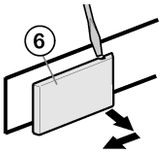

*Fig. 7*
- ▶ Loosen cover that is on the hinge side *Fig. 7 (6)* using a screwdriver and remove by pulling outwards.